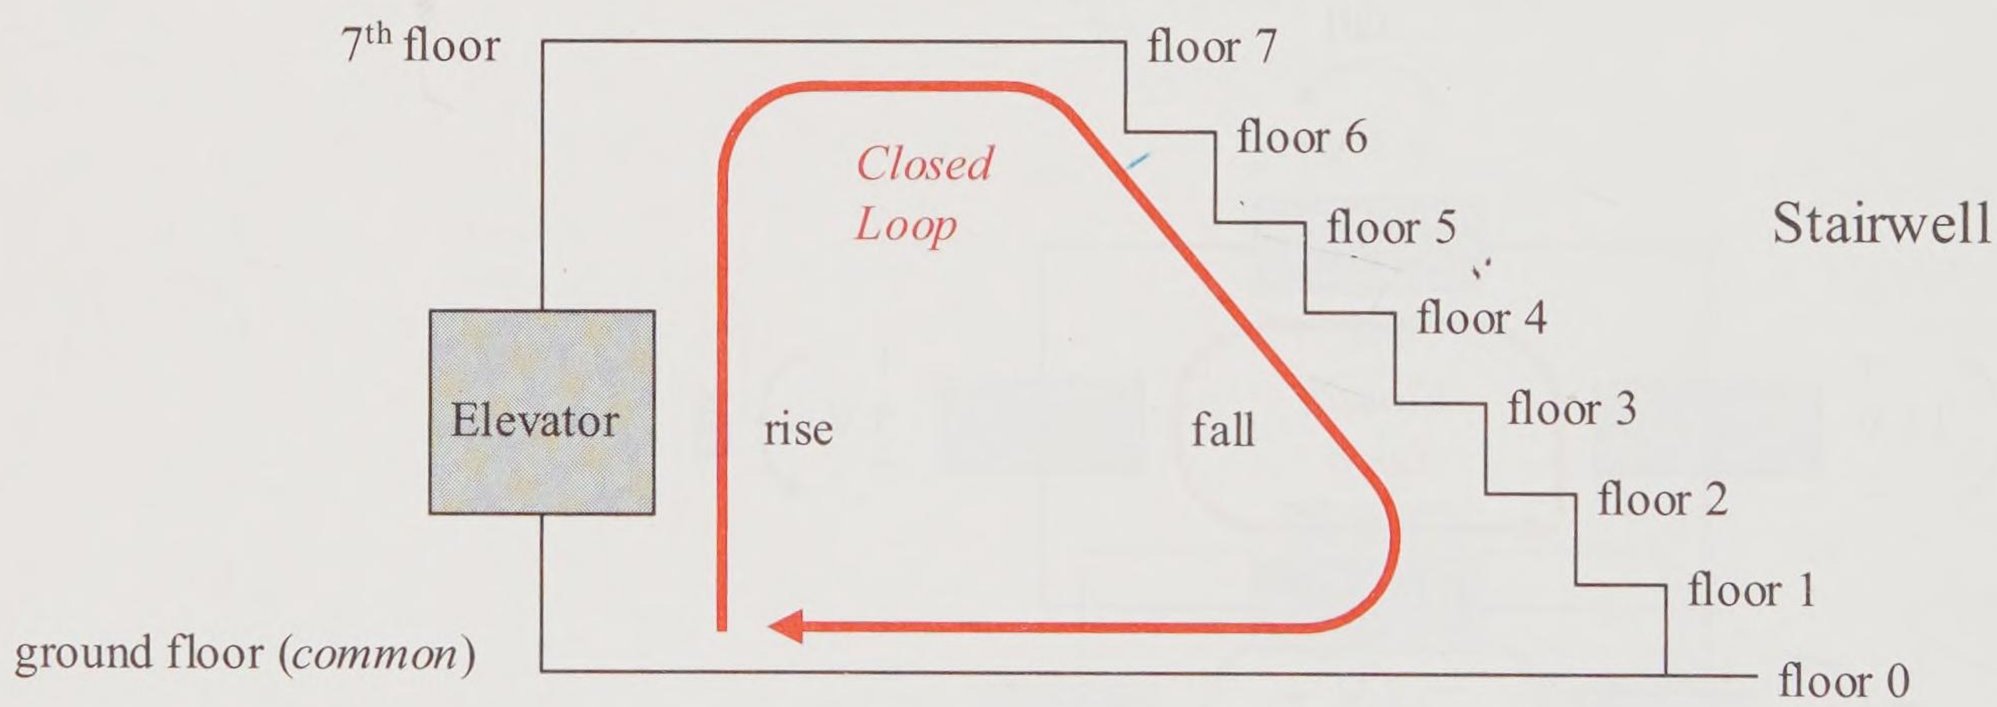

Figure 6-3 Elevator-stairwell analogy of KVL
Figure 6-3 shows an analogy of an elevator and stairwell system. If you get on the elevator on the ground floor, take it to the 7th floor, get off the elevator, walk down the stairwell to the ground floor, and walk back to the elevator, you have completed a **closed loop**. Also, you ended up where you started. Thus the rise of the elevator minus the fall of the stairwell gives you a net result of zero (0) floors. You ended up right back where you began. KVL for a circuit is basically the same principle. Since the loop is closed, you always end up where you started, and therefore the net difference must always be zero (0) volts.